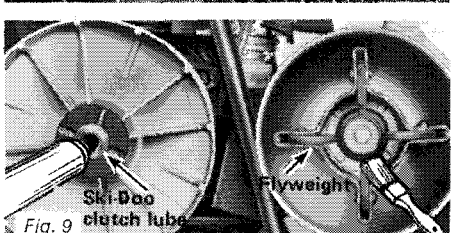

Fig. 9
4. Apply a light coat of Ski-Doo* clutch lube to the four (4) flyweights of the centrifugal governor.
5. Making sure that the aligning mark on inner pulley half coincides with the aligning mark of the outer pulley half, pack inside of pulley shaft with Ski-Doo* clutch lube (See Fig. 9).